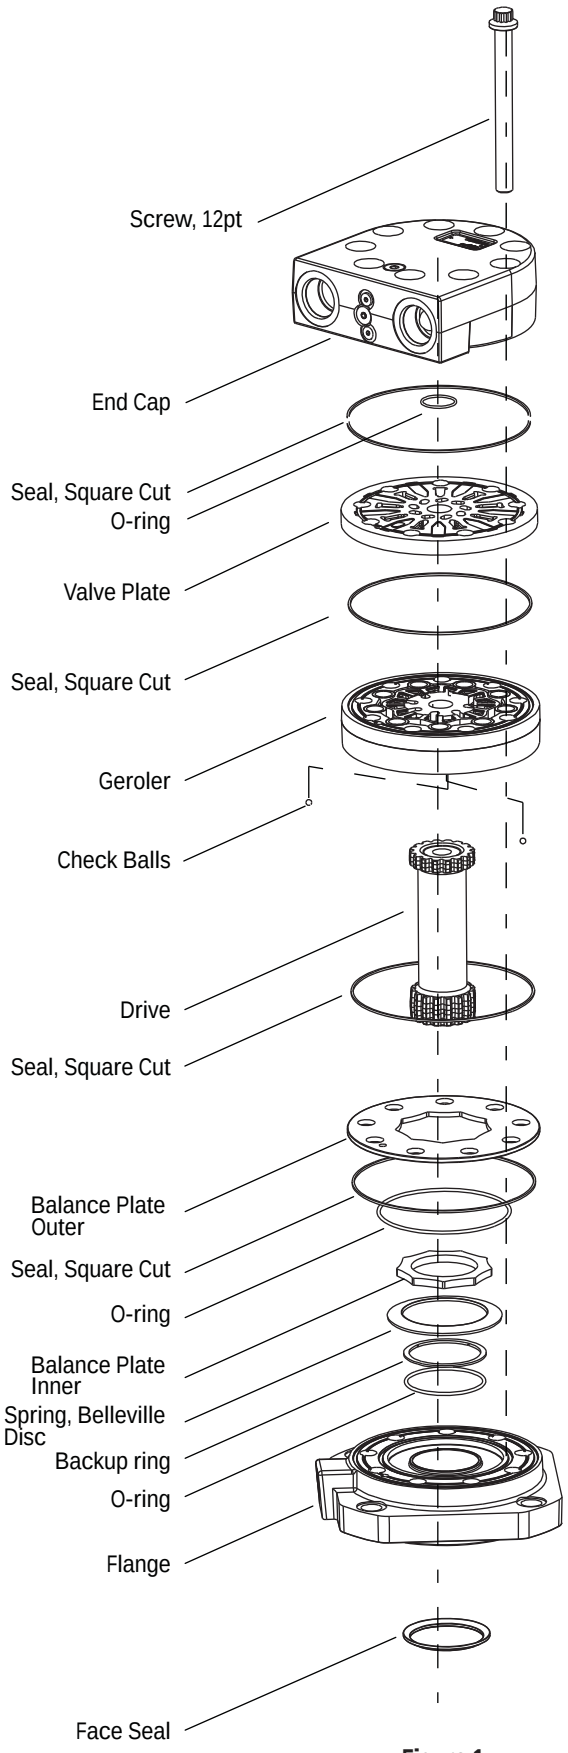

Figure 1
2. Remove the 9 cap screws and disassemble the motor in the vertical position as shown in Figure 1.